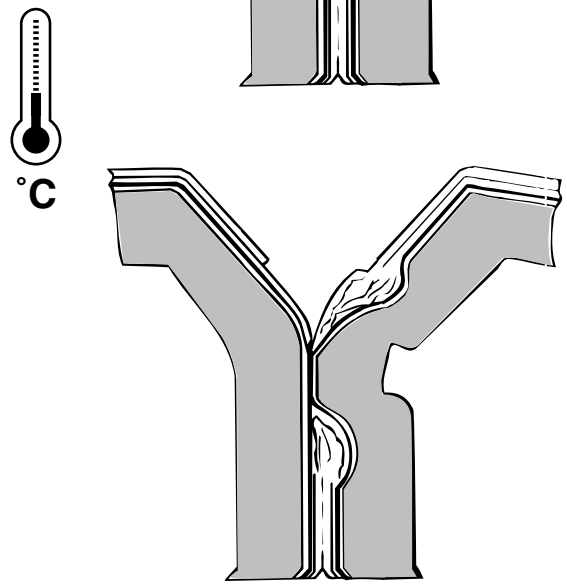

fig. 3
- la soldadura se queda intacta pero se produce un decapado entre las dos capas internas (fig. 3).
Aumentar la potencia del TPIH en pasos de 20 divisiones de la escala y comprobar hasta que se alcancen las condiciones de la fig. 2 o de la fig. 3, ver la sección Configuración de la potencia de soldadura transversal TPIH.